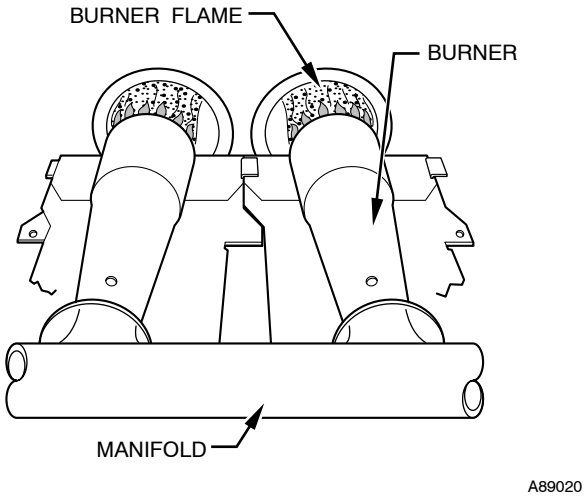

**Fig. 59 - Burner Flame**
i. When correct input is obtained, replace caps that conceal gas valve regulator adjustment screws. Main burner flame should be clear blue, almost transparent. (See Fig. 59.)